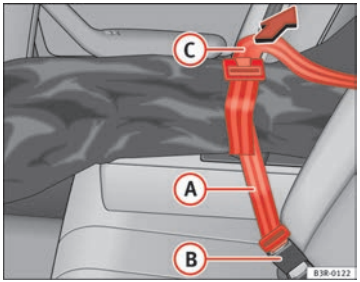

Fig. 120 Securing the ski bag on the centre seat belt buckle on the rear seat bench
– Insert the fastening belt (A) ⇒ fig. 120 of the ski bag into the centre seat belt buckle (B).
– Pull the free end of belt (C) to tighten.